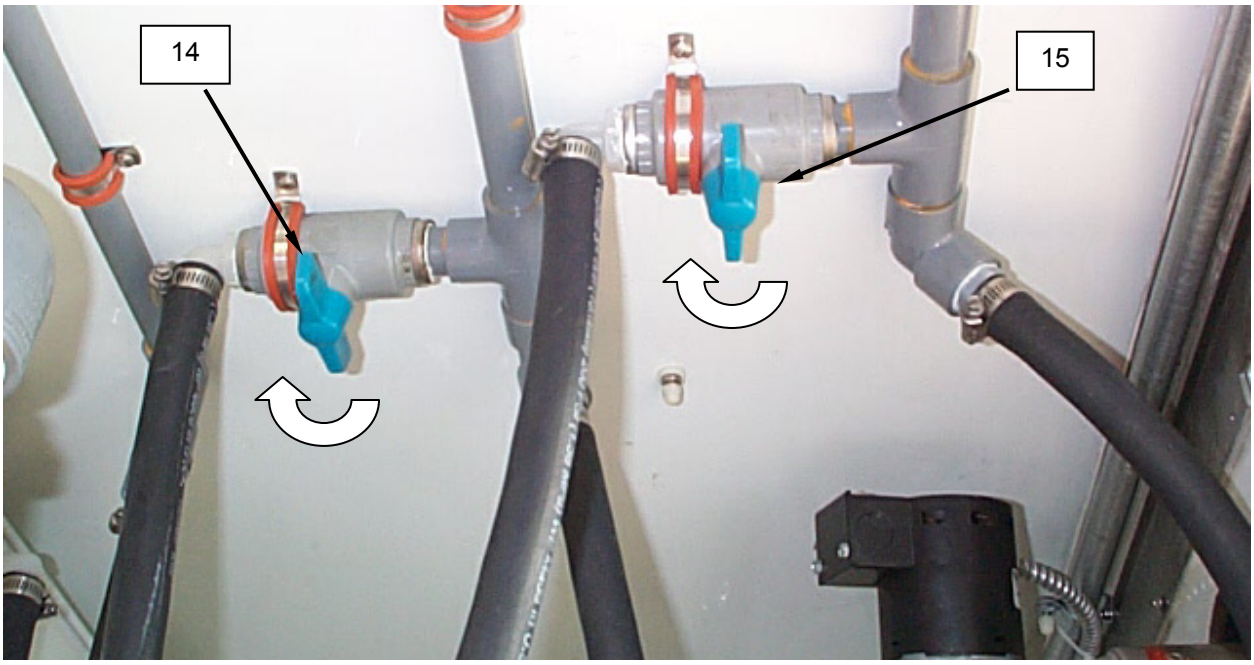
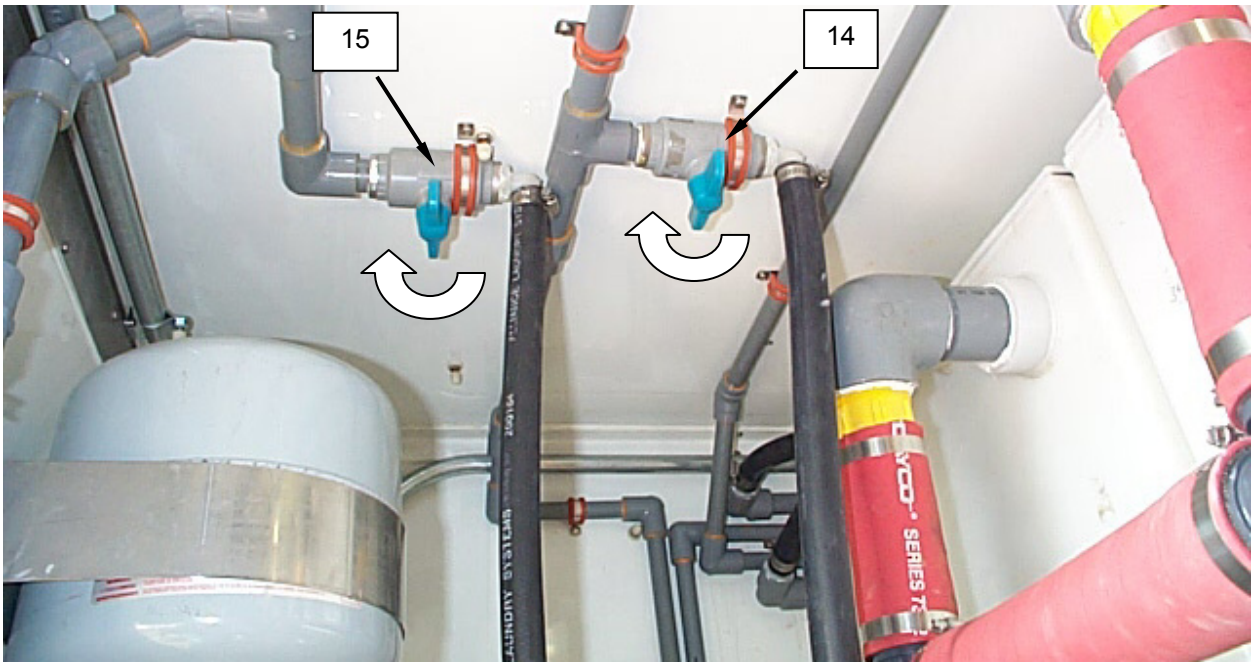

Figure 10. Hot and Cold Water Supply Valves for Washer No. 1.
Figure 11. Hot and Cold Water Supply Valves for Washer No. 2.
9. Open the hot **(Figure 10, Item 14), (Figure 11, Item 14)** and cold **(Figure 10, Item 15), (Figure 11, Item 15)** water supply valves to both washers.